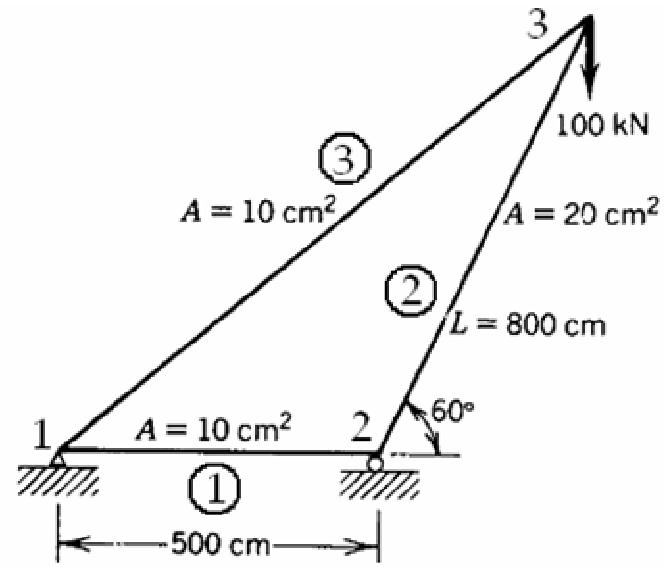

Figure 6
Q.4 (a) Find the displacements at nodes, stresses in members, and reactions at supports for the truss shown in figure 6. Take, E = 20×10^6 N/cm^2 **06**
Q.4 (a) Find the displacements at nodes, stresses in members, and reactions at supports for the truss shown in figure 6. All elements are subjected to a uniform temperature rise of 30° C. **08**